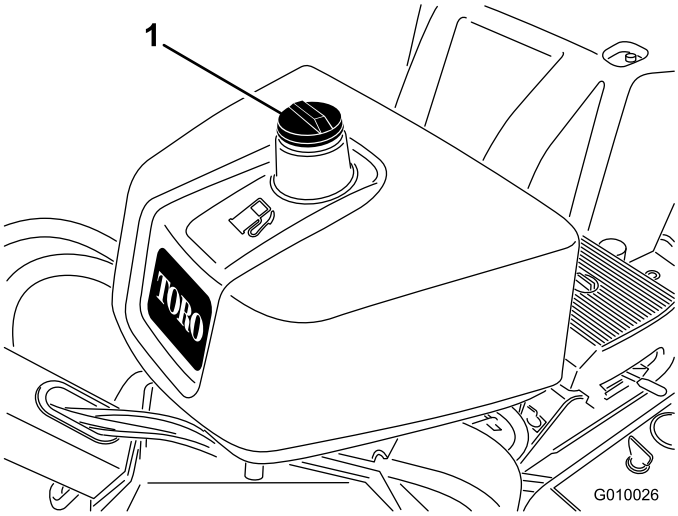

**Figuur 15**
2. Reinig de omgeving van de tankdop en verwijder deze (Figuur 15).